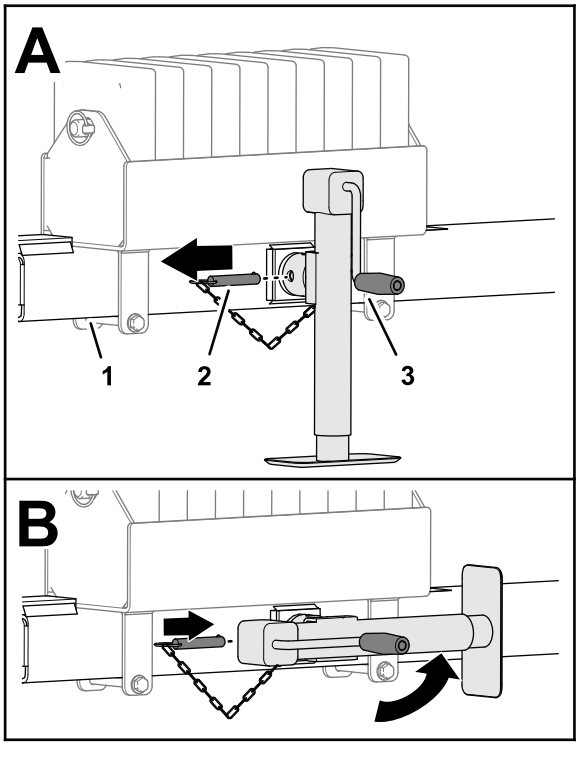

Rysunek 28
4. Wyjmij sworzeń (Rysunek 28).
5. Obróć podnośnik poziomo (Rysunek 28).
6. Wsuń sworzeń do poziomych otworów na podnośniku i rurze zaczepu (Rysunek 28).